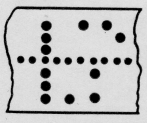

FIGURE 82.
D. *Thin spaces may be inserted between the letters of a word ("letter spacing"*—see Figure 82).